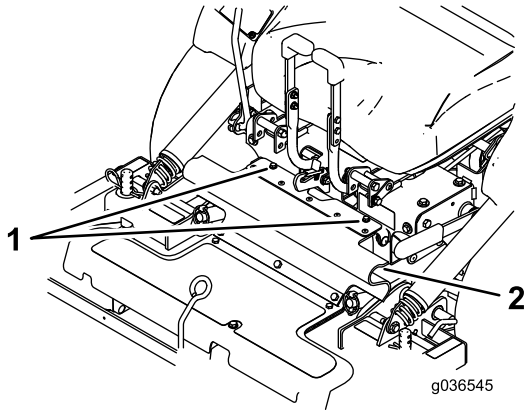

Figuur 19
2. Maak de bouten los die aan de rubberen kap zijn bevestigd (Figuur 19).
3. Monteer de rubberen kap met de bouten (Figuur 19).